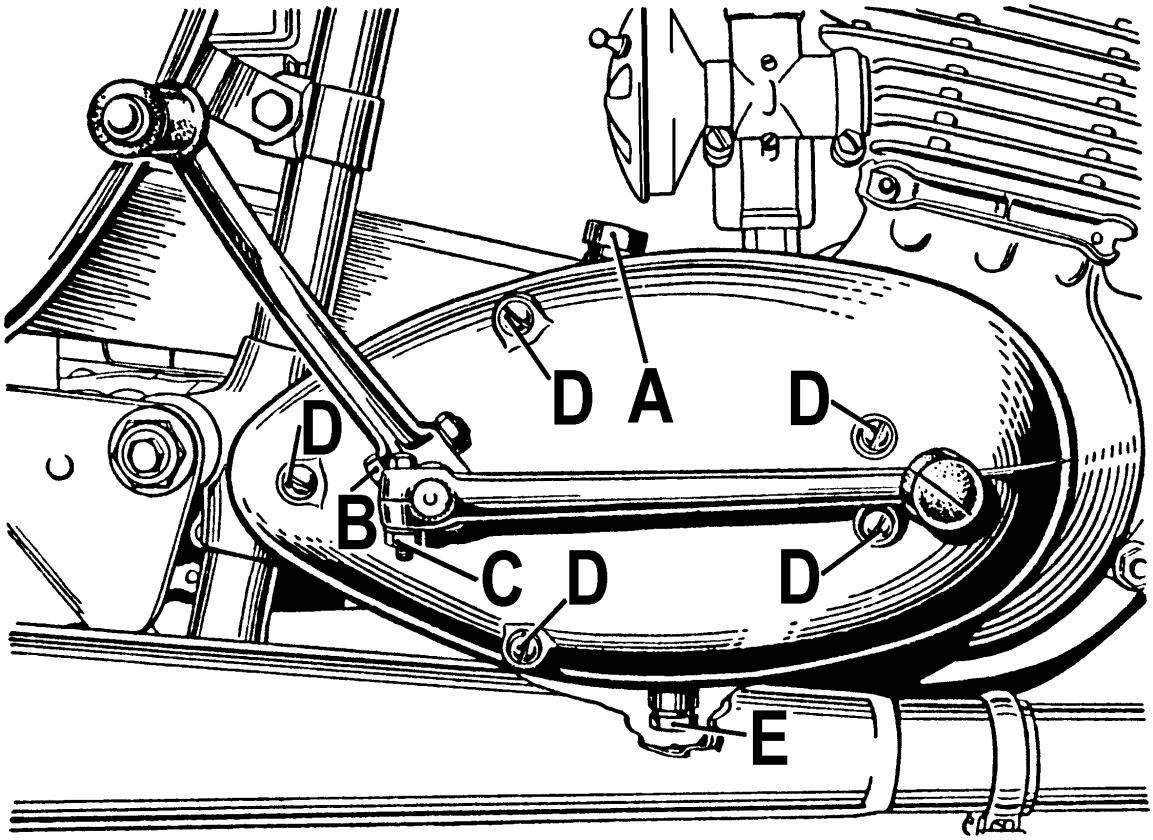

FIG. 7. *Primary drive.*
This chain will run for many thousands of miles before examination is required. This operation involves the removal of the primary chain cover (Fig. 7), after the kickstarter and gearchange pedals, both of which are mounted on splines and locked by pinch bolts (B) and (C) respectively, have been removed, together with the five securing screws (D). The normal up and down play on the front chain is up to ⅜ in. (1 cm.) and the maximum permissible, indicating that the chain is unduly worn and requires replacement, is about ¾ in. (2 cm.).
To change the oil in the gearbox, remove drain plug (E) Fig. 7 at bottom of gearbox and drain out old oil. Wash out the gearbox with flushing oil and refill with new oil through filler hole (A), to level of dipstick.